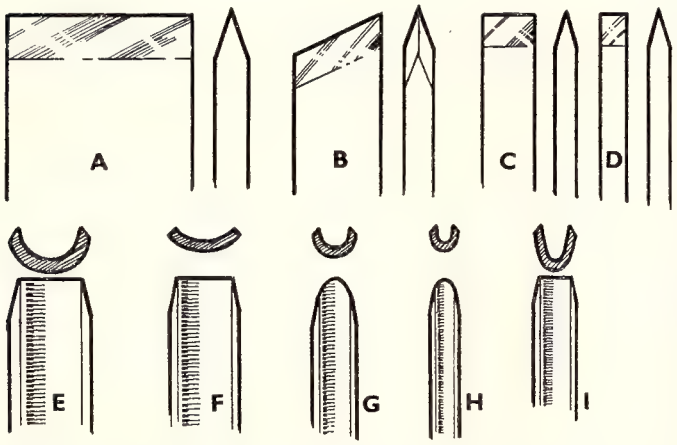

FIG. 8. SUITABLE KIT OF CHISELS AND GOUGES FOR GENERAL USE
Range of Tools.—So it does seem to me that the right tools are a great help in mastering the art of wood turning. This is what I recommend (see Fig. 8): (A) A 2 in. chisel ground square, (B) a 1 in. oblique chisel, and (C and D) $\frac{1}{2}$ in. and $\frac{1}{4}$ in. long-and-strong chisels. In the gouges (E) a $\frac{3}{4}$ in. half-round ground square across, (F) a $\frac{5}{8}$ in. shallow gouge, (G and H) $\frac{3}{8}$ in. and $\frac{1}{4}$ in. ground to a point, and (I) a $\frac{3}{8}$ in. deep long-and-strong gouge for bowl turning. This would be a nice set of tools suitable for average work. If you do smaller work have them not quite so large. Don't think that a large kit of tools is wanted. It is rather their movement that governs the finished shape.